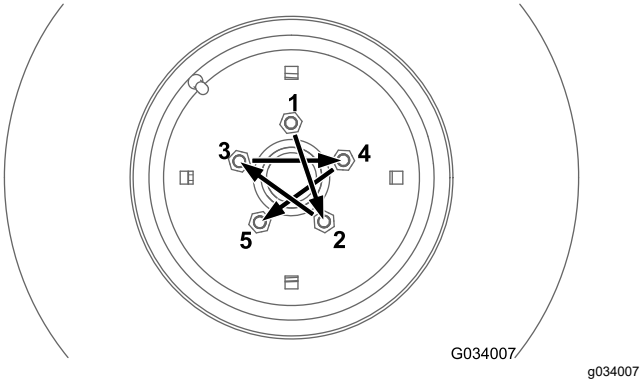
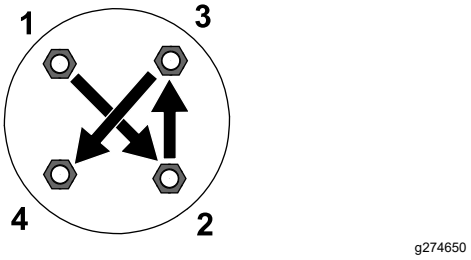

Figur 67
Figur 68
Dra åt hjulmuttrarna på fram- och bakhjulen (endast fyrhjulsdrivna maskiner) i det mönster som visas i Figur 67 och Figur 68 till angivet moment.
- Framhjul: se Figur 67
- Bakhjul (endast fyrhjulsdrivna maskiner): se Figur 68